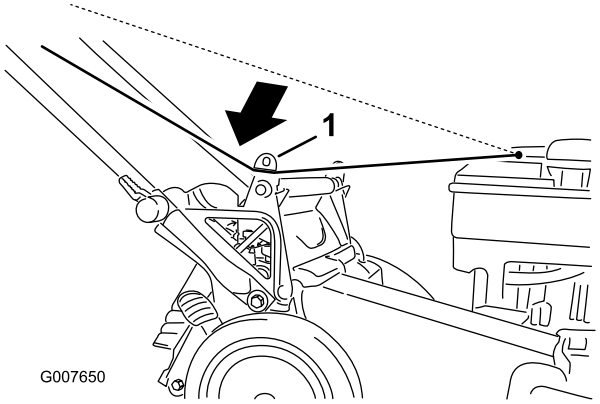

Rysunek 21
1. Poprowadź linkę rozrusznika wokół dolnej prowadnicy linki (Rysunek 21).